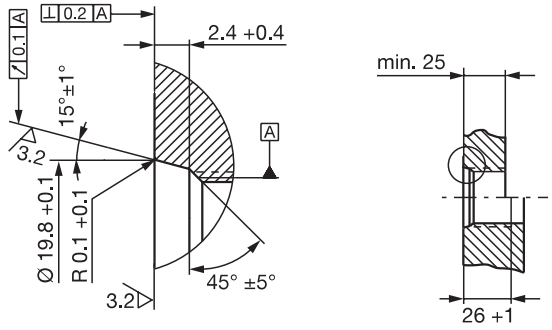
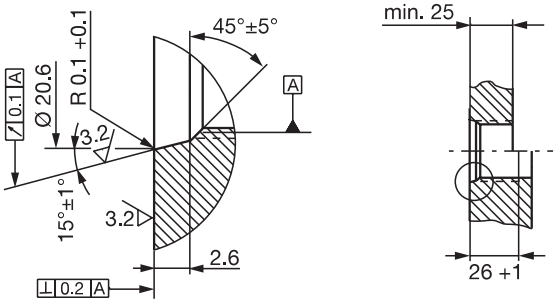

Fig. 5-3: Agujero roscado M18x1.5 según ISO 6149, junta tórica 15.4x2.1
Fig. 5-4: Agujero roscado 3/4"-16UNF según SAE J475, junta tórica 15.3x2.4
1. Haga el agujero roscado (dado el caso, avellanado para la junta tórica) conforme a Fig. 5-3 o Fig. 5-4.